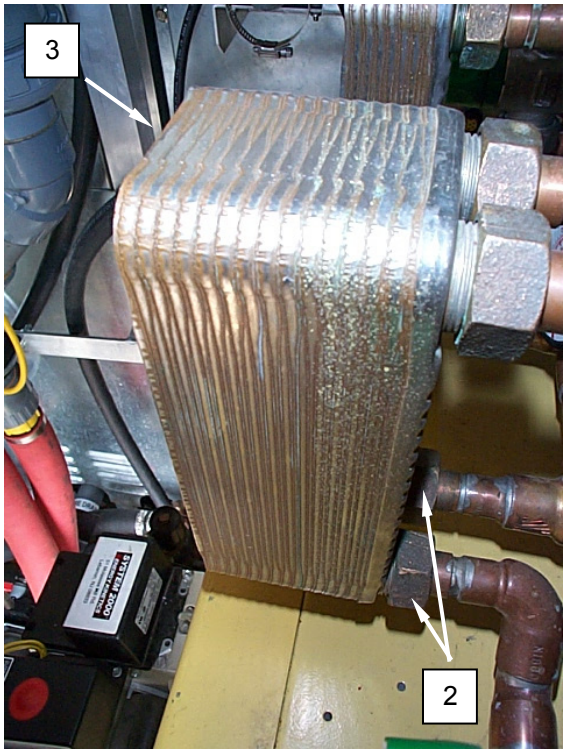

Figure 1. Replace the Heat Exchanger.
3. Remove screws retaining guard **(Figure 1, Item 1)** and remove guard.
4. Unscrew unions **(Figure 1, Item 2)** and remove heat exchanger **(Figure 1, Item 3)**.
5. Desolder union halves from heat exchanger **(Figure 1, Item 3)**.
6. Solder union halves to heat exchanger **(Figure 1, Item 3)**.
7. Install heat exchanger **(Figure 1, Item 3)** and secure with unions **(Figure 1, Item 2)**.
8. Install guard **(Figure 1, Item 1)** and retain with screws.